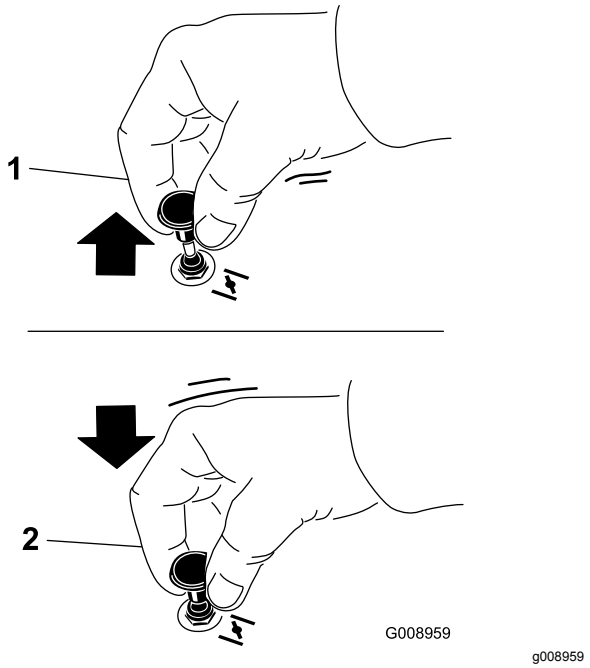

Figur 16
1. Træk op i chokerhåndtaget for at aktivere chokeren, før tændingskontakten tages i brug (Figur 16).
2. Tryk chokeren ned for at deaktivere chokeren, når motoren er startet (Figur 16).